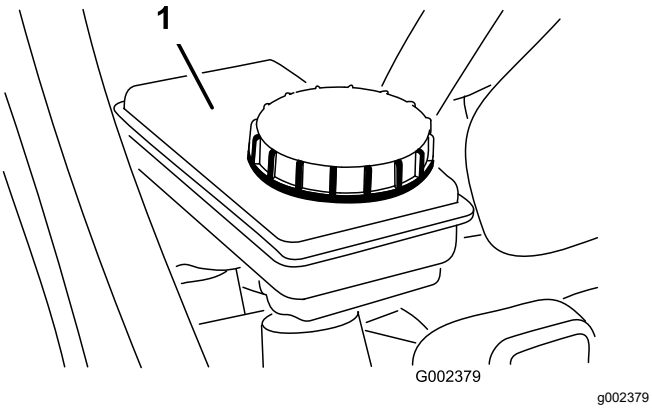

**図 58**
5. タンクの FULL マークまでオイルが入っているのを確認する図 58。
6. 液量が不足している場合には、まず補給口周辺をきれいに拭き、キャップをはずして、所定のブレーキオイルを適正量まで補給する図 58。